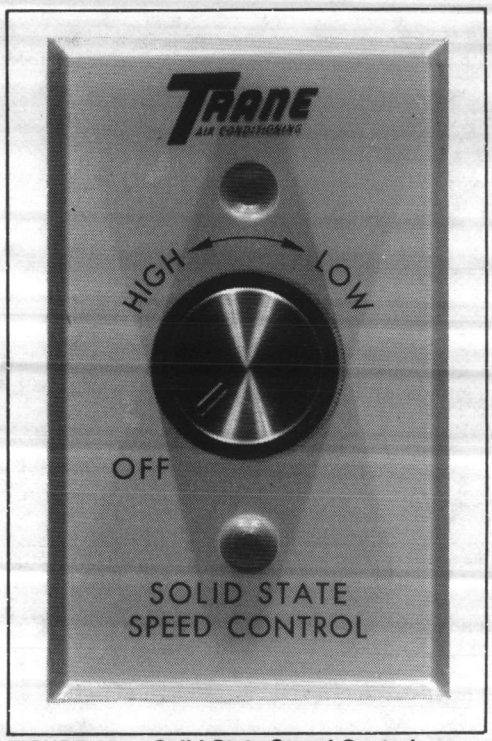

FIGURE 15 — Solid State Speed Control
3. Mount face plate with screws provided and attach control knob. See Figure 15.